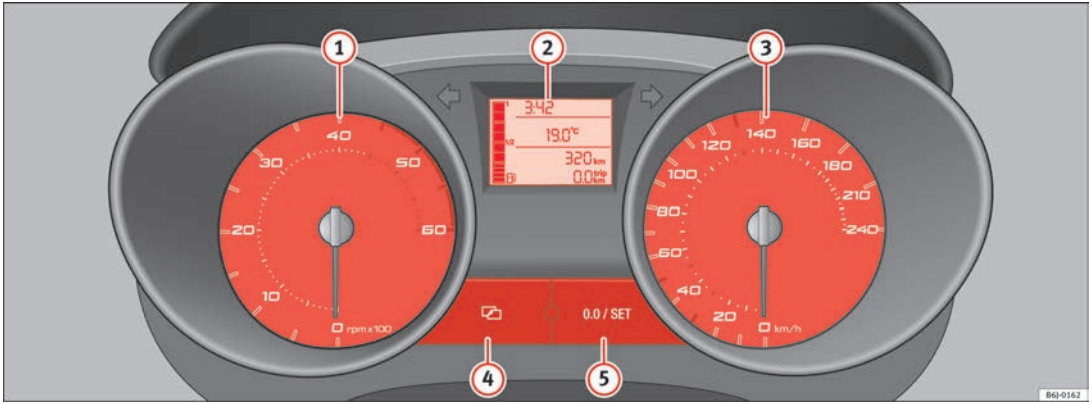

Fig. 28 Detailed view of the dash panel: instrument panel
The start of the red zone ⇒ page 49, fig. 28 (1) indicates the maximum engine speed operating at service temperature. However, it is advisable to change up a into a higher gear, move the selector lever to D or lift your foot off the accelerator before the needle reaches the red zone.
– To set the hour, press button (4) ⇒ page 49, fig. 28. The “hour” option flashes on the digital display and is set using button (5) “set” ⇒ page 49, fig. 28.
– To set the minutes, press button (4) again and select the minute option. Set from button (5) “set”.
The lower counter registers the short journeys. The last digit indicates 100-metre sections. The trip recorder counter may be reset by pressing the reset button ⇒ page 49, fig. 28 (5).